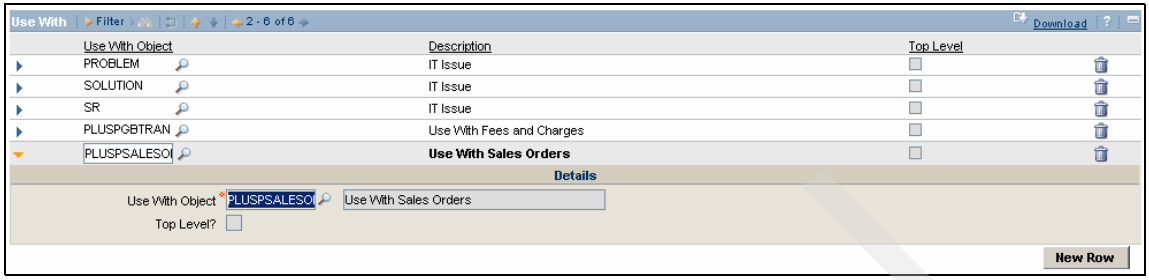

Figure 12-8 Use With PLUSPSALESORDER
7. In the Use With field, type PLUSPSALESORDER. See Figure 12-8 on page 219.